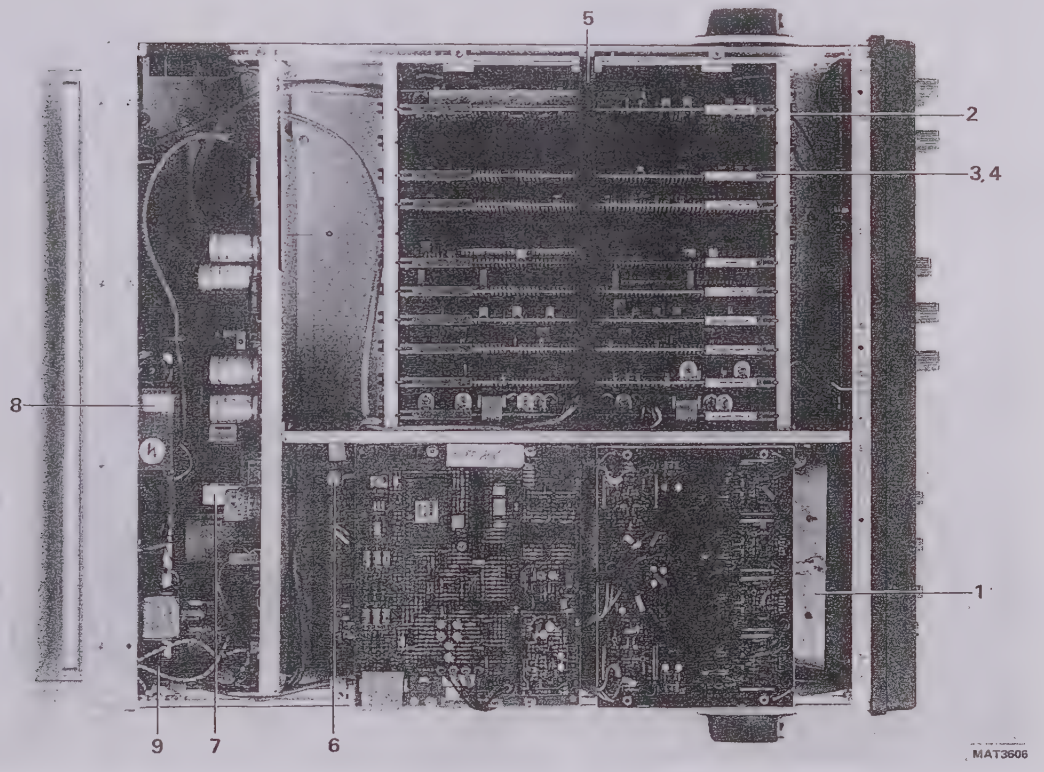

Figure 15.8 Miscellaneous parts.
15.1.6 Miscellaneous parts (figure 15.8)